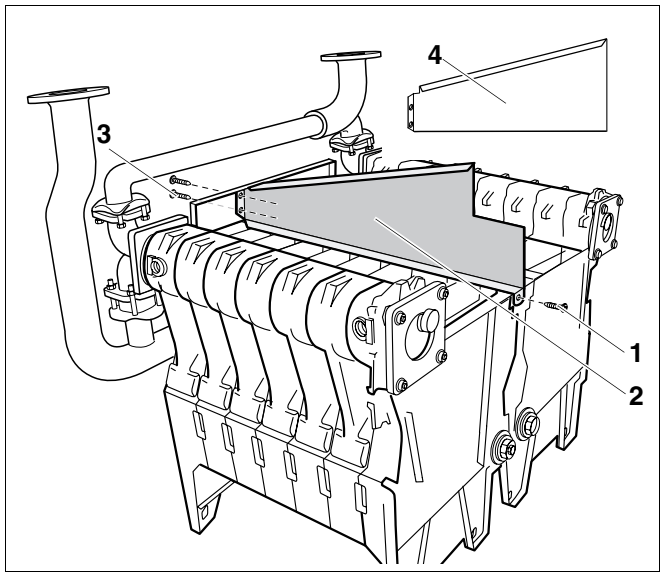

Рис. 36 Установка перегородки
Перегородка котла 141 кВт (рис. 36, **поз. 4**) не имеет выреза.
- Установить перегородку (рис. 36, **поз. 2**) и слегка закрепить к передней стенке двумя винтами с плоской головкой 3,9 x 9,5 (рис. 36, **поз. 3**).
- Сзади слегка прикрепить перегородку (рис. 36, **поз. 2**) винтом с плоской головкой (рис. 36, **поз. 1**) к средней части.
- Крепко затянуть все винты на перегородке (рис. 36, стр. 36).